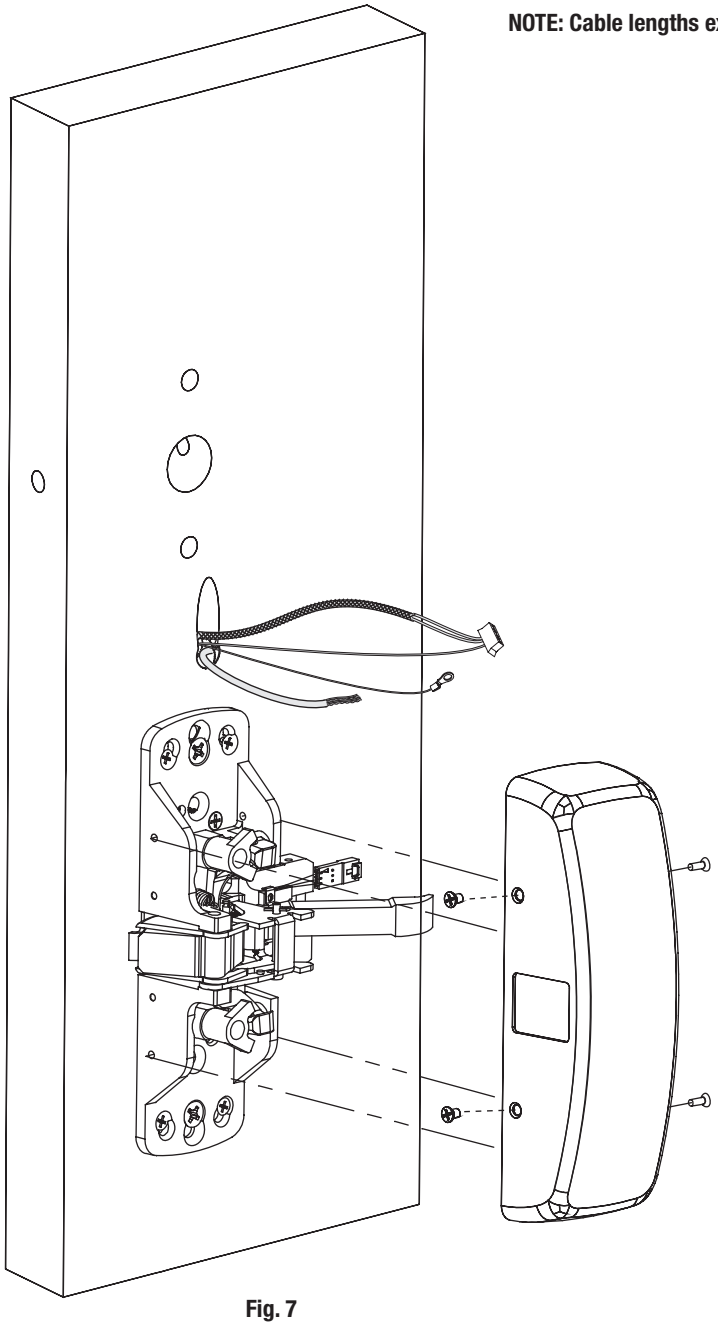

Fig. 7
Secure chassis cover to chassis using (4) #8-32 x 5/16” oval head machine screws (Fig. 7).